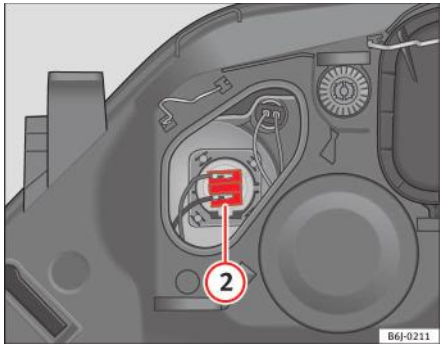

Fig. 137 Farurile fază lungă
– Scoateți conectorul ⇒ fig. 137 (2) trăgându-l în afară.